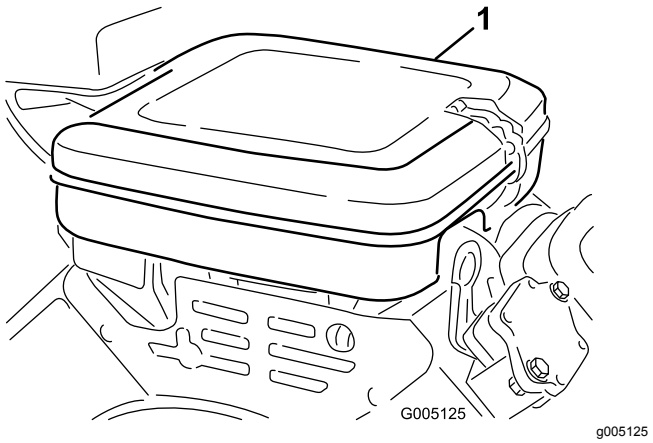

Figur 40
1. Rengör luftrenarkåpan (Figur 40).